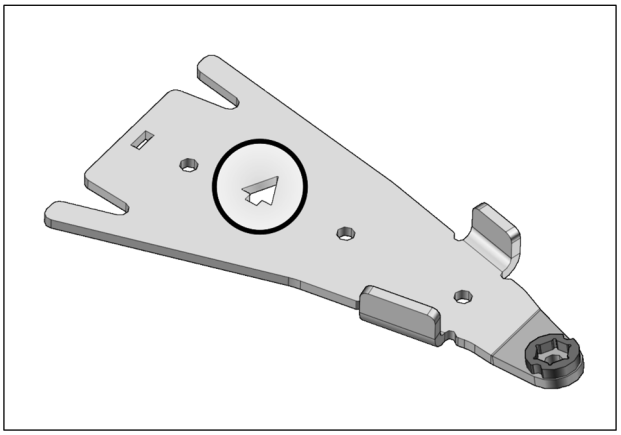

Fig. 1
1. Des flèches indiquant l'avant du véhicule sont découpées dans certaines composantes des ancrages. S'assurer que ces flèches pointent vers l'avant du véhicule à l'assemblage de celles-ci. Fig. 1